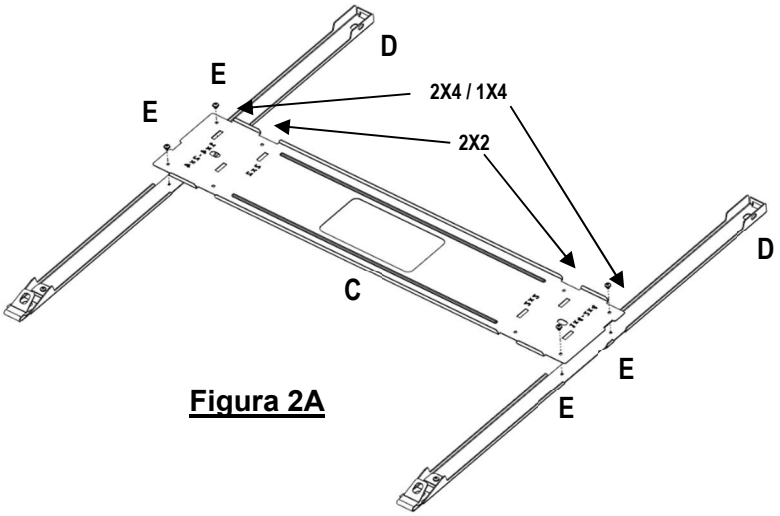

Figura 2A
- Coloque los soportes laterales de suspensión con el lado plano hacia abajo. Use las lengüetas de posicionamiento para orientar los soportes laterales. Los soportes centrales de suspensión solamente se asentarán en los soportes laterales de suspensión en la posición correcta. consulte la Figura 2A.